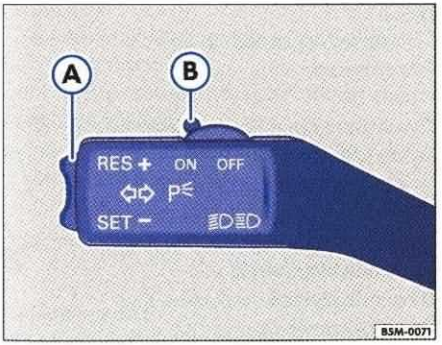

Rys. 118 Dźwignia kierunkowskazów i zmiany świateł: przełącznik Ⓐ i wyłącznik Ⓑ układu GRA
– przesunąć wyłącznik ⇒ rys. 118 w kierunku położenia **OFF**, jednak nie do zablokowania.